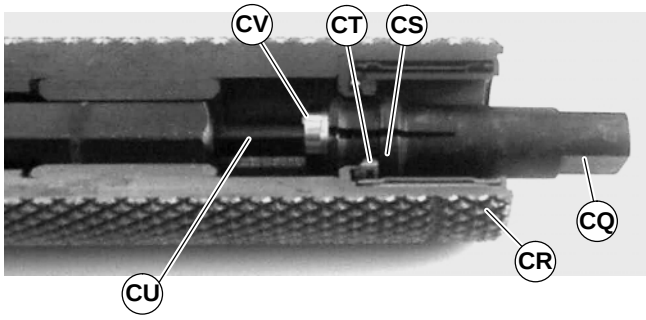

Figure 39
1. Insert bearing removal tool (CQ of Figure 39), part number 25–05, into the pulley (CR) until shoulder (CS) seats against bottom of bearing (CT).